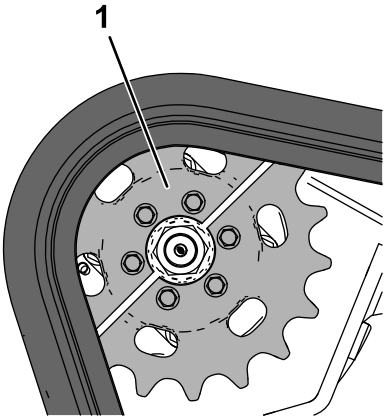

Figuur 60
2. Parkeer de machine op een horizontaal oppervlak en zorg er hierbij voor dat slechts 1 tandwielhelft aangrijpt op de rupsband (Figuur 60).